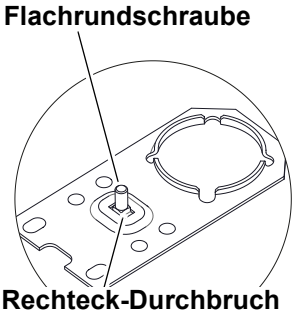

Abb. 20 Zentrierblech mit Flachrundschraube
1. **Flachrundschraube von unten durch den Rechteck-Durchbruch von zwei Zentrierblechen stecken (siehe Abb. 20, S. 25).**